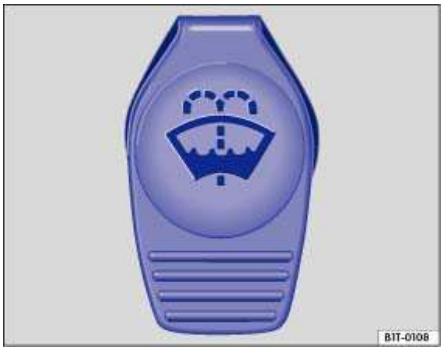

Fig. 91 In the engine compartment: Cap of the windshield washer fluid reservoir.
- The windshield washer fluid reservoir can be identified by the symbol on its cap ⇒ fig. 91.